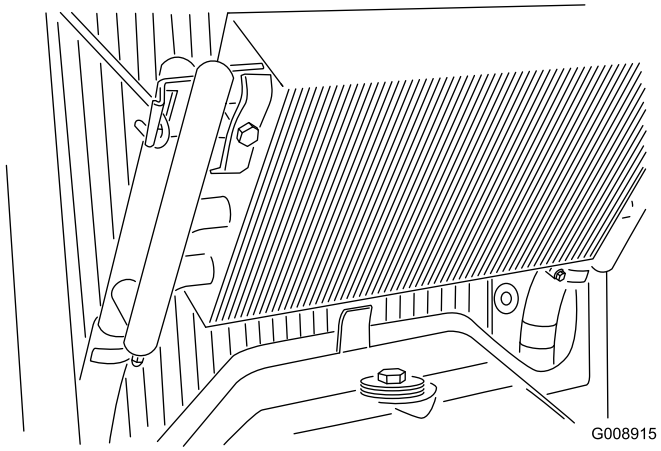

Figur 51
3. Lås upp oljekylaren och luta den bakåt (Figur 51). Rengör noga båda sidor av oljekylaren och kylaren med vatten eller tryckluft. Sätt tillbaka oljekylaren på sin plats.